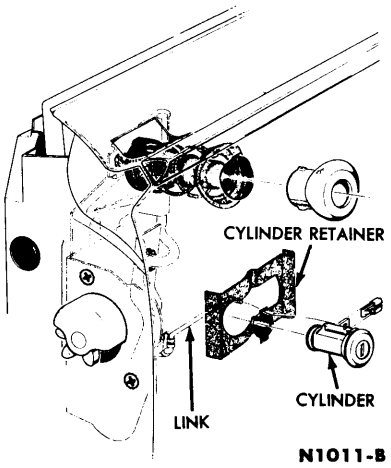

FIG. 5—Door Lock Cylinder
2. Disconnect the lock link at the cylinder, and remove the cylinder retainer and lock cylinder (Fig. 5).